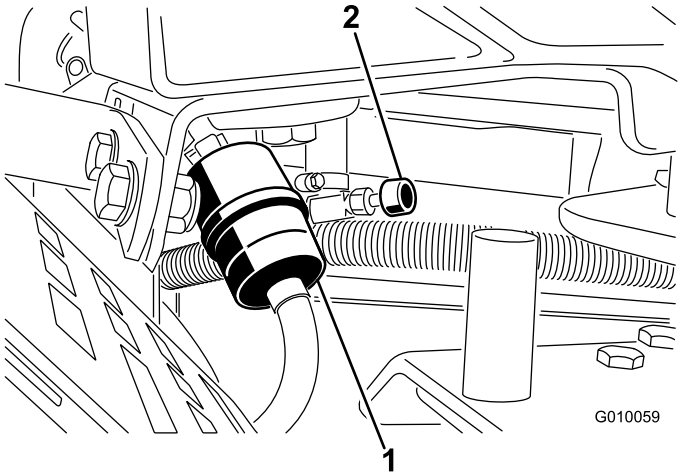

Figur 52
2. Stäng bränslekranen (Figur 52).
3. Kläm ihop ändarna på slangklämmorna och skjut bort dem från filtret (Figur 52).
5. Montera ett nytt filter och för tillbaka slangklämmorna tätt intill filtret igen (Figur 52).
7. Öppna bränslekranen (Figur 52).
3. Lossa slangklämman vid bränslefiltret och skjut den uppåt längs bränsleslangen, bort från filtret (Figur 52).
4. Dra av bränsleslangen från bränslefiltret (Figur 52). Öppna bränslekranen och låt bensinen rinna ut i en bensindunk eller ett avtappningskärl.
5. Sätt bränsleslangen på bränslefiltret. Dra tillbaka slangklämman intill filtret för att säkra bränsleslangen (Figur 52).